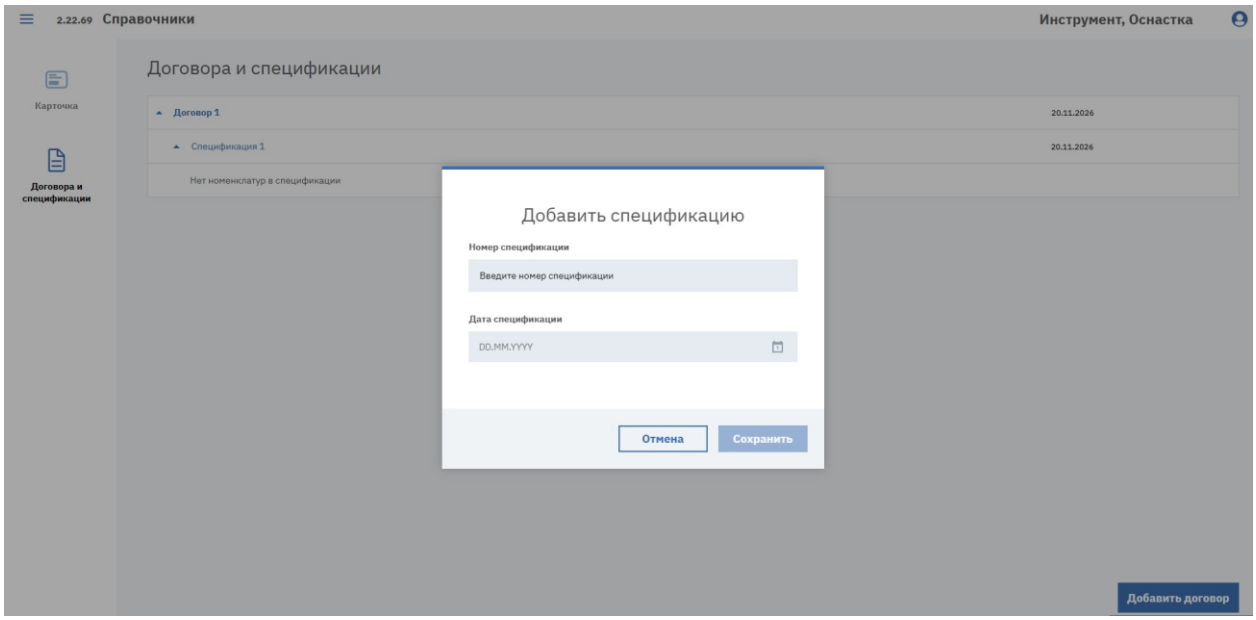

Рисунок 91. Окно «Добавить спецификацию»
1. Нажмите значок «+» в строке договора. Откроется окно «Добавить спецификацию» (см. Рисунок 91).